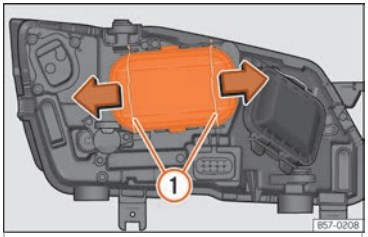

Abb. 55 Im Motorraum: Abdeckung entfernen.
– Verschieben Sie die Streben ››› **Abb. 55** ① in Pfeilrichtung und nehmen Sie den Deckel ab.